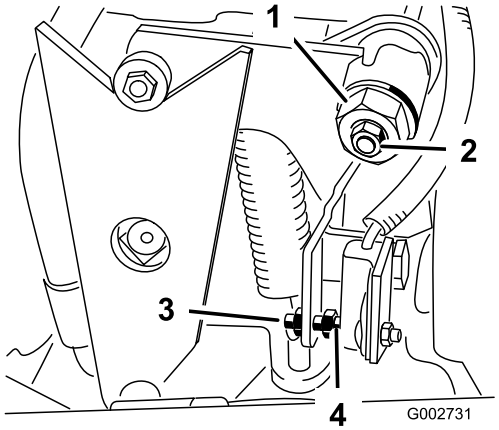

**Figur 33**
4. Løsn låsemøtrikken på traktionsjusteringsknasten (Figur 33).
5. Start motoren, og drej den sekskantede justeringsknast (Figur 33) i begge retninger for at finde midterpositionen af neutral indstilling.
3. Juster skruen, indtil gnistgabet er 1,5 mm ±.0,8 mm (Figur 33).